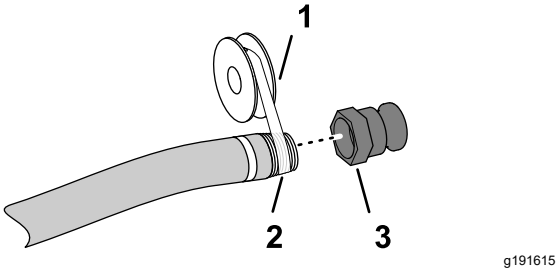

Figuur 4
5. Breng PTFE schroefdraadafdichting (Figuur 4) aan op de schroefdraden van de fitting van de vulslang (1" – NPT draad).
6. Draai de snelkoppeling met de hand vast op de vulslang (Figuur 4).